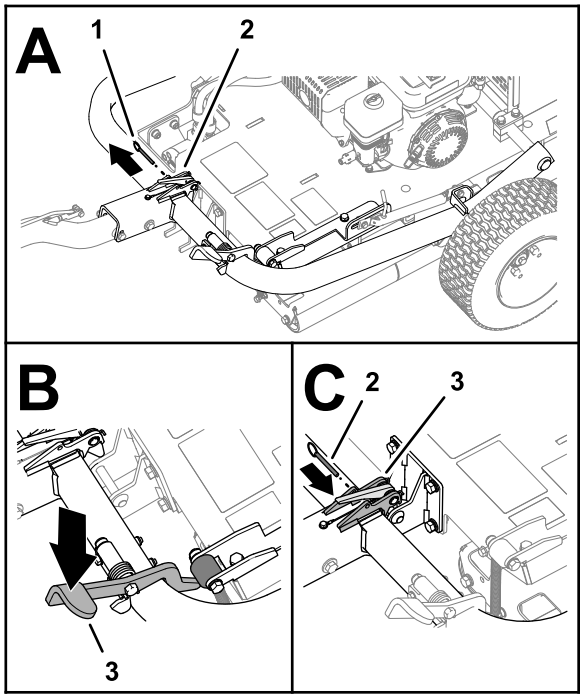

**Рисунок 8**
6. Снимите стопорный штифт (если он установлен) с защелки (Рисунок 8).
7. Нажимайте на педаль сцепки, пока сцепка не зафиксируется на месте (Рисунок 8).
8. Вставьте стопорный штифт в отверстия защелки (Рисунок 8).